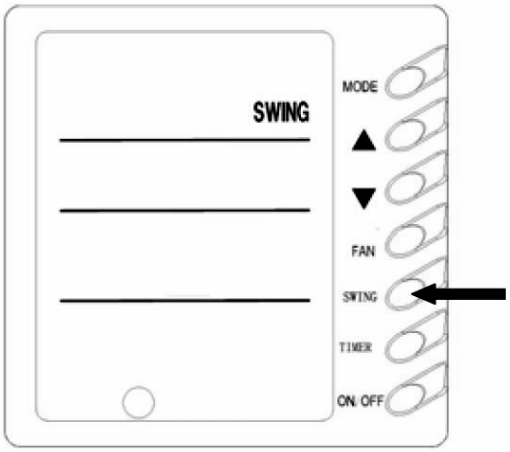

Abb. 5
4) Luftstrom einstellen (Abb. 5)